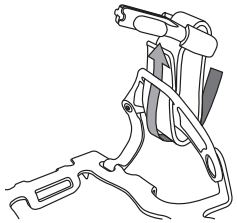

FIG. 4
- S'il reste un excédent de courroie avant après avoir ajusté le harnais avant à la position désirée, vous pouvez fixer l'extrémité de courroie lâche sous la pièce de harnais avant en plastique en l'enfilant à travers la fente de courroie, en vous reportant à l'illustration **(FIG. 4)**.